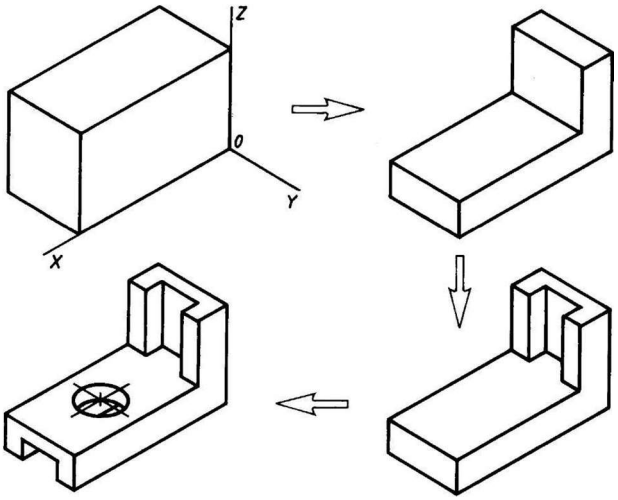

Рис. 2. Построение изометрической проекции детали на основе последовательного удаления объемов
2.Способ построения изометрической проекции на основе последовательного удаления объемов используется в тех случаях, когда отображаемая форма получена в результате удаления из исходной формы каких-либо объемов (рис. 2).